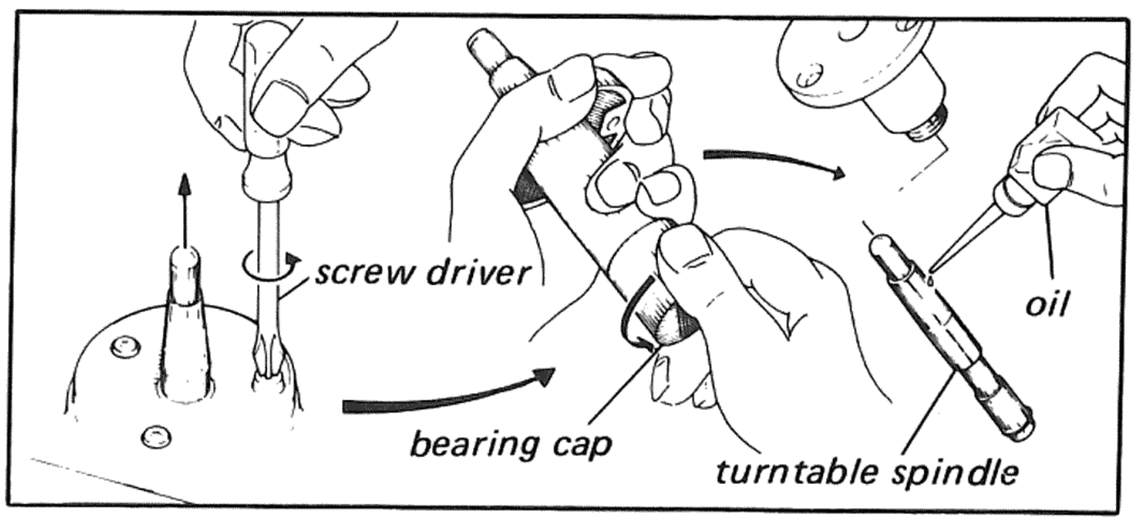

Fig. 3-5
1) Remove the turntable spindle ass'y as Fig. 3-5.